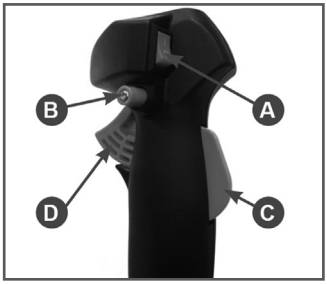
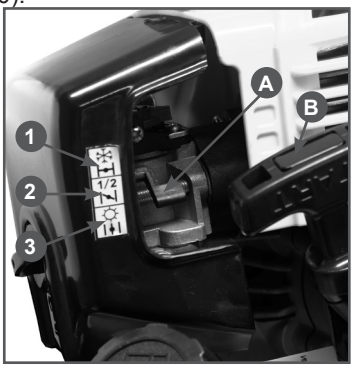

Рис. 9 Рукоятка управления
Рис. 10 Рычаг воздушной заслонки
4. Установите выключатель A в положение «I» (Рис. 9).
5. Нажмите одновременно на стопорный рычаг C и рычаг газа D. Зафиксируйте рычаг газа в нажатом состоянии кнопкой B (Рис. 9).
6. Установите рычаг воздушной заслонки (A) в верхнее положение 1 (Рис. 10).
7. Проверните коленчатый вал двигателя ручным стартером с помощью ручки B (Рис. 10) до тех пор, пока не почувствуете сопротивление, затем медленно опустите ручку стартера вниз. Снова медленно потяните за ручку стартера, пока не почувствуете, что стартер вошел в зацепление с маховиком, после чего, резко и с усилием потяните за ручку стартера и запустите двигатель. Двигатель запускается только на короткое время и сразу глохнет. При необходимости повторите. После запуска двигателя медленно и плавно верните ручку стартера на место.
8. После первой вспышки переведите рычаг воздушной заслонки в среднее положение 2 (Рис. 10). Проверните коленчатый вал двигателя ручным стартером до тех пор, пока не почувствуете сопротивление, затем медленно опустите ручку стартера вниз. Снова медленно потяните за ручку стартера, пока не почувствуете, что стартер вошел в зацепление с маховиком, после чего, резко и с усилием потяните за ручку стартера. Повторите это действие 1-3 раза, двигатель должен запуститься.
9. После запуска переведите рычаг газа в режим холостого хода. Для этого необходимо быстро нажать и отпустить рычаг газа D (кнопка блокировки B при этом освободится) (Рис. 9). Прогрейте двигатель в течение 30 секунд. Рычаг воздушной заслонки при этом находится в положении 2, затем переведите рычаг заслонки в положение 1 (Рис. 10).
4. Переверните устройство свечным отверстием вниз и зафиксировав рычаг газа в нажатом состоянии кнопкой B (Рис. 9), несколько раз сильно и часто дерните за ручку стартера для удаления лишнего топлива из цилиндра.
2. Дайте двигателю поработать без нагрузки в течение 15-20 секунд, затем заглушите двигатель, установив выключатель зажигания A (Рис. 9) в положение «O» (ВЫКЛЮЧЕНО).